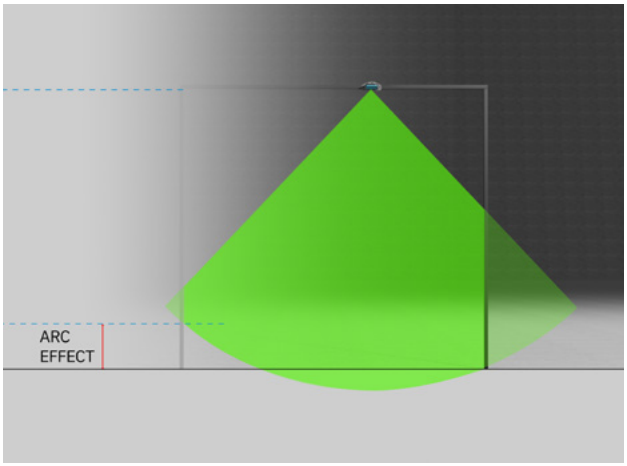

Figure 2b: arc effect
- For installation heights above 4 m, the effect of the arc corresponding to the maximum detection range becomes predominant. This effect shall be taken into account to avoid the formation of lateral blind spots. Therefore, the maximum lateral width that can be safely protected shall be appropriately reduced (Refer to Figure 2b).